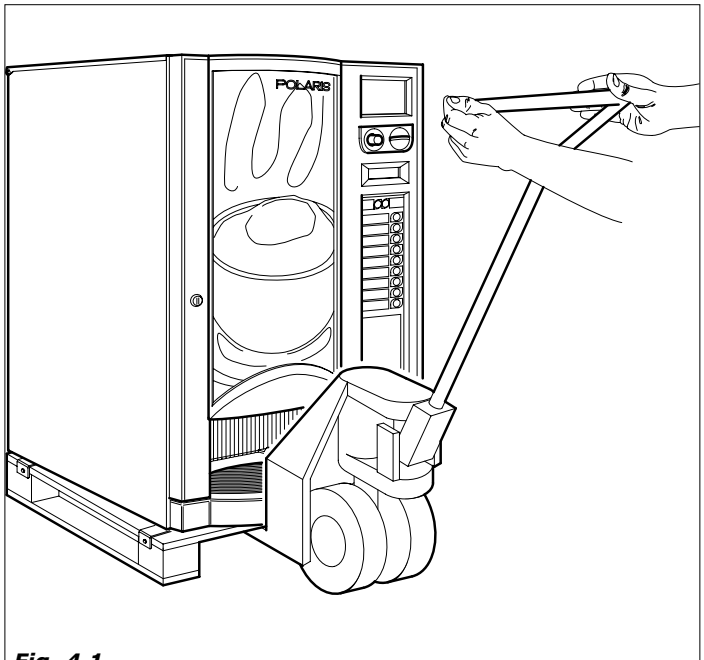

Fig. 4.1
4.1 Movimentação e Transporte (Fig.4.1)